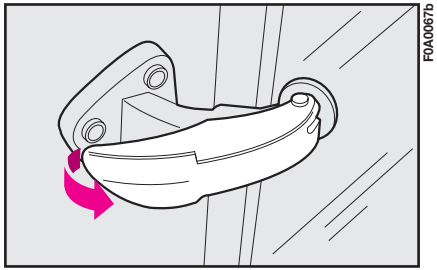

fig. 103
1) Déplacer le levier comme l'indique la **fig. 103**.